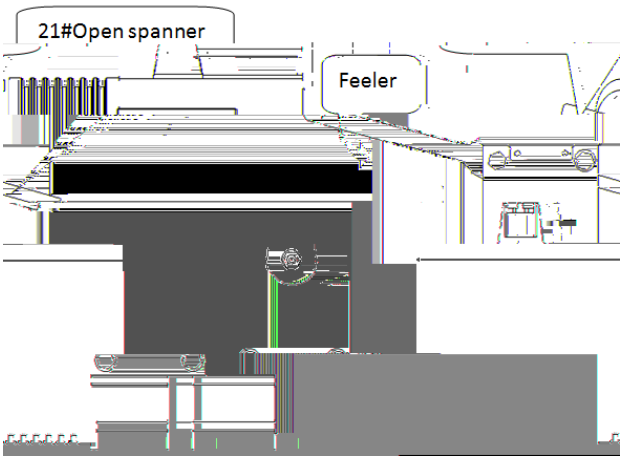

Fig. 1.4
b) Rotate 4 guide screws counterclockwise with the 21 open spanner and test the air gap of brake while adjusting until the air gap of brake is between 0.3~0.55mm. Refer to fig.1.4.